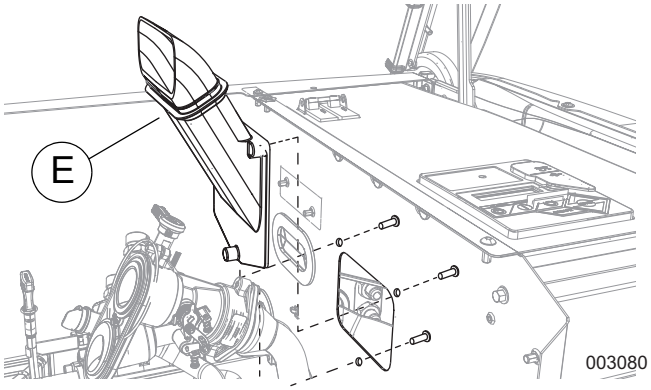

Figura 8. Extracción del tubo respirador (snorkel) (11 a 22 kW)
3. Vea la *Figura 8*. Retire los tres tornillos de montaje detrás del panel divisor del motor para desconectar el tubo respirador (snorkel) (E).